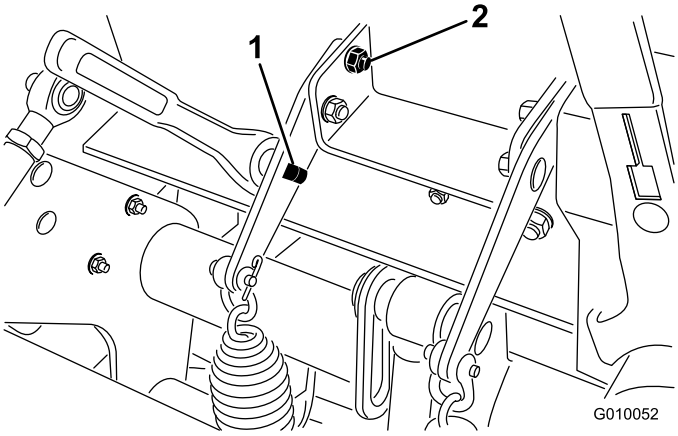

Figur 37
2. Sätt in en 1/2 tum spärrhake eller liknande i det fyrkantiga hålet i fjäderplattan (Figur 37).